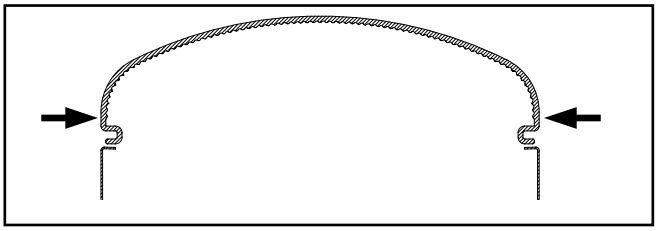

Figure 10.
8. Installez la lentille en commençant par l'une des extrémités (si le luminaire est muni d'un capteur, commencez par l'extrémité sans capteur). Appuyez sur la lentille vers l'intérieur avec les deux mains et guidez la lentille à l'intérieur du capuchon d'extrémité et sous la languette du capuchon d'extrémité. Déplacez la lentille dans le canal de sorte que la rainure s'insère dans le rebord situé le long du canal (figure 10).